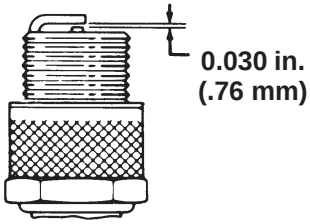

**Figure 39**
4. Set the air gap between the center and side of the electrodes at 0.030 in. (.76 mm) (Fig. 39) Install the correctly gapped spark plug w/gasket seal, and tighten the plug to 200 in.-lb. (23 N·m). If a torque wrench is not used, tighten the plug firmly.